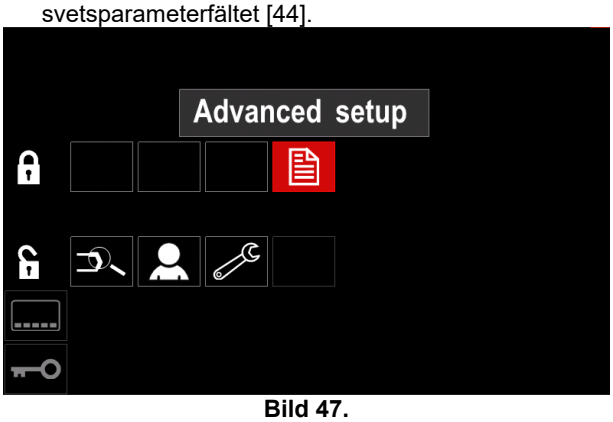

Bild 47.
- Tryck på höger ratt [36]. Symbolen för vald parameter försvinner från nedre delen av displayen (bild 47). Parametern försvinner också från svetsparameterfältet [44].